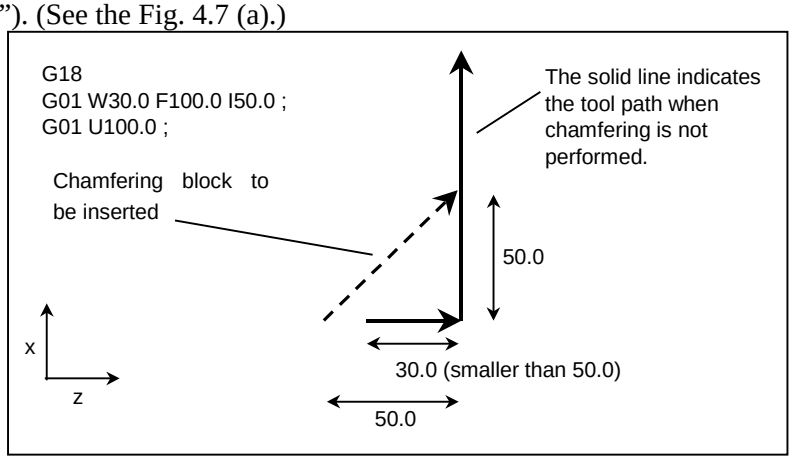

Fig. 4.7 (a) Example of machining which causes alarm PS0055
7) The travel distance along an axis specified in the block in which chamfering or corner R is specified is smaller than the amount of chamfering or corner R (alarm PS0055, “MISSING MOVE VALUE IN CHF/CNR”). (See the Fig. 4.7 (a).)